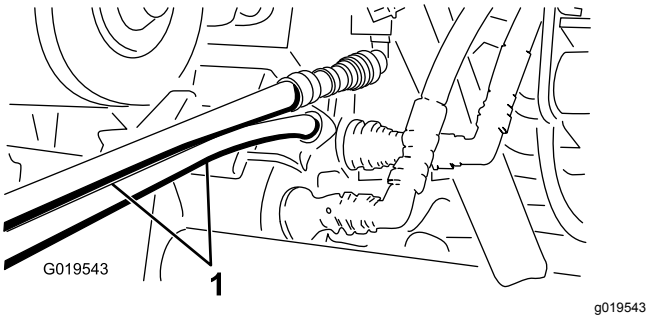

Figura 75
5. Sull'altra macchina, collegate i due tubi ai connettori che si trovano ancora nella staffa dell'accoppiatore (collegate il tubo superiore al connettore superiore e il tubo inferiore al connettore inferiore) (Figura 75).